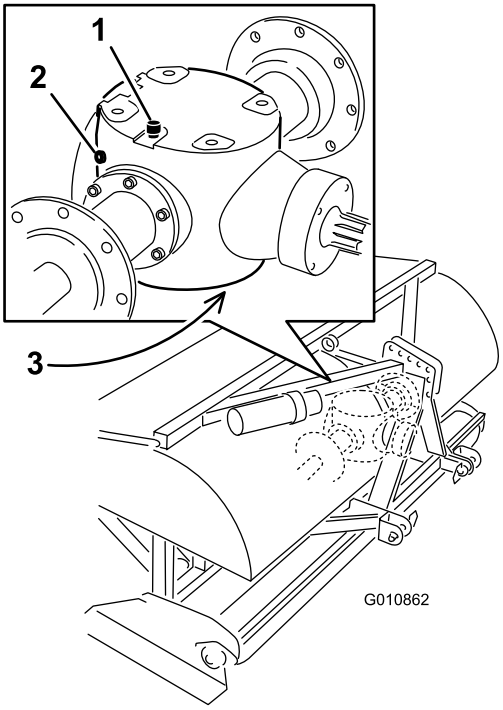

Figur 32
2. Ta kontrollpluggen ut av girkassen (Figur 32).
3. Kontroller at oljen når opp til bunnen av girkassens kontrollplugghull (Figur 32).
1. Fjern rusk fra ventilasjons-/påfyllingspluggen, og tøm pluggen for å unngå forurensing (Figur 32).